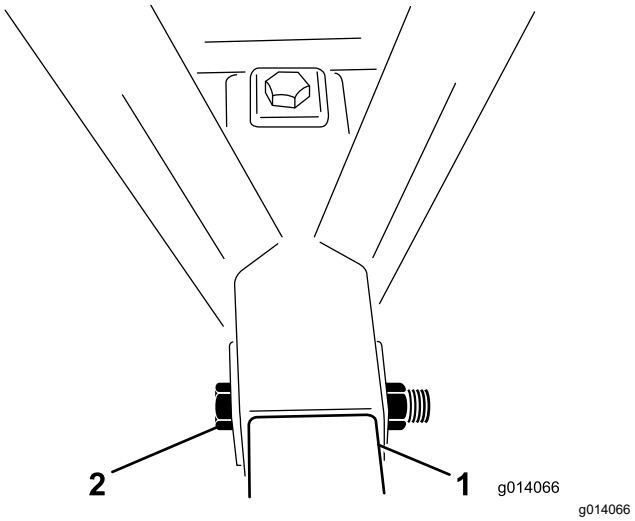

Figur 4
5. Sätt en bult (1 x 6 ½ tum) genom ramen och dragkroksröret och fäst den med en låsmutter (Figur 4). Dra åt låsmuttern till 976–1 193 Nm.
6. Sätt en bult (1 x 6 ½ tum) genom ramens överdel, ned igenom dragkroksröret och fäst den med en låsmutter (Figur 4). Dra åt låsmuttern till 976–1 193 Nm.